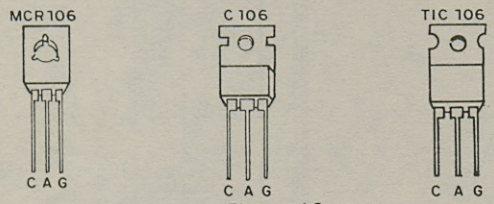

Figura 10
a) Comece soldando o SCR na ponte de terminais, observando sua posição de acordo com o desenho. Veja pela *figura 10* a identificação dos terminais se o seu SCR for de tipo diferente.